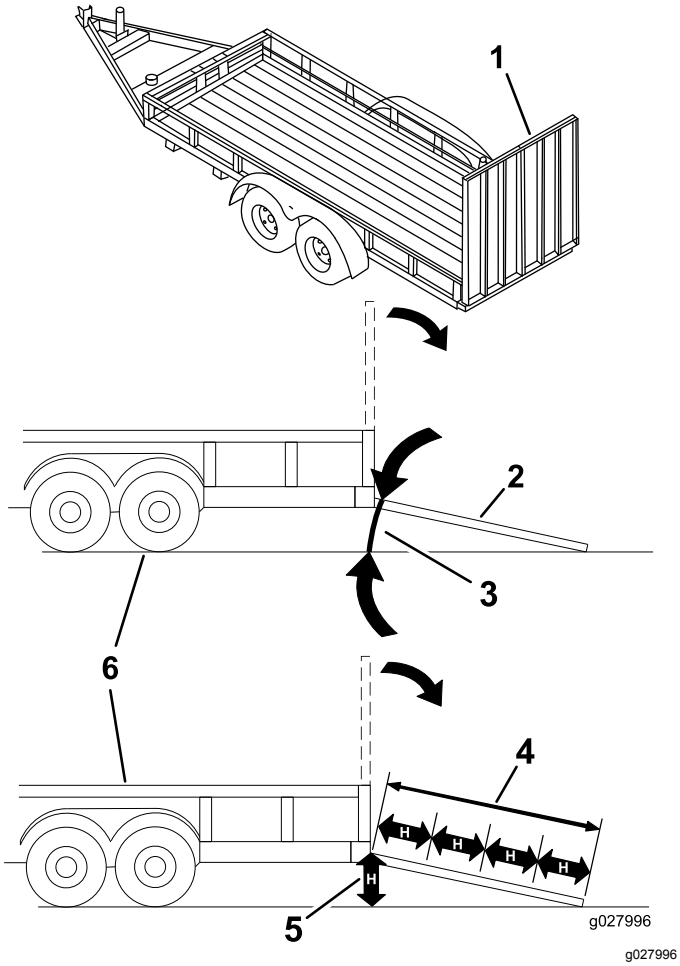

Rysunek 29
Ładowanie maszyny na przyczepę lub ciężarówkę zwiększa prawdopodobieństwo przewrócenia maszyny, co może prowadzić do poważnych obrażeń lub śmierci (Rysunek 29).
3. Obniż pochylnię i upewnij się, że kąt pochylni względem podłoża nie przekracza 15 stopni (Rysunek 29).